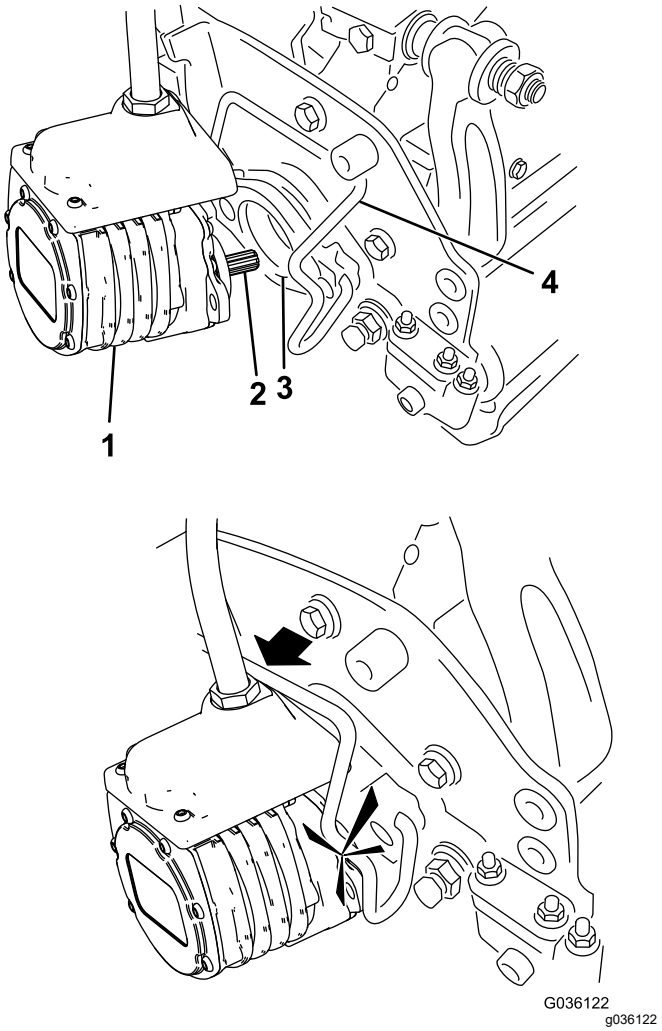

Figur 54
6. Kom rent smørefedt på notakslen på klippeenhedens motor (Figur 54).
7. Sæt motoren ind i klippeenhedens venstre side (set fra førersædet), og træk motorens holdestang på klippeenheden i motorens retning, indtil du hører et klik fra begge sider af motoren (Figur 54).